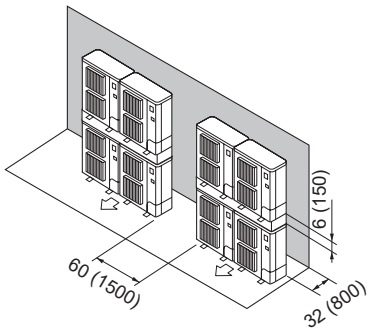

Fig. 2-18
⑦ Disposition pour appareils empilés (Fig. 2-18)